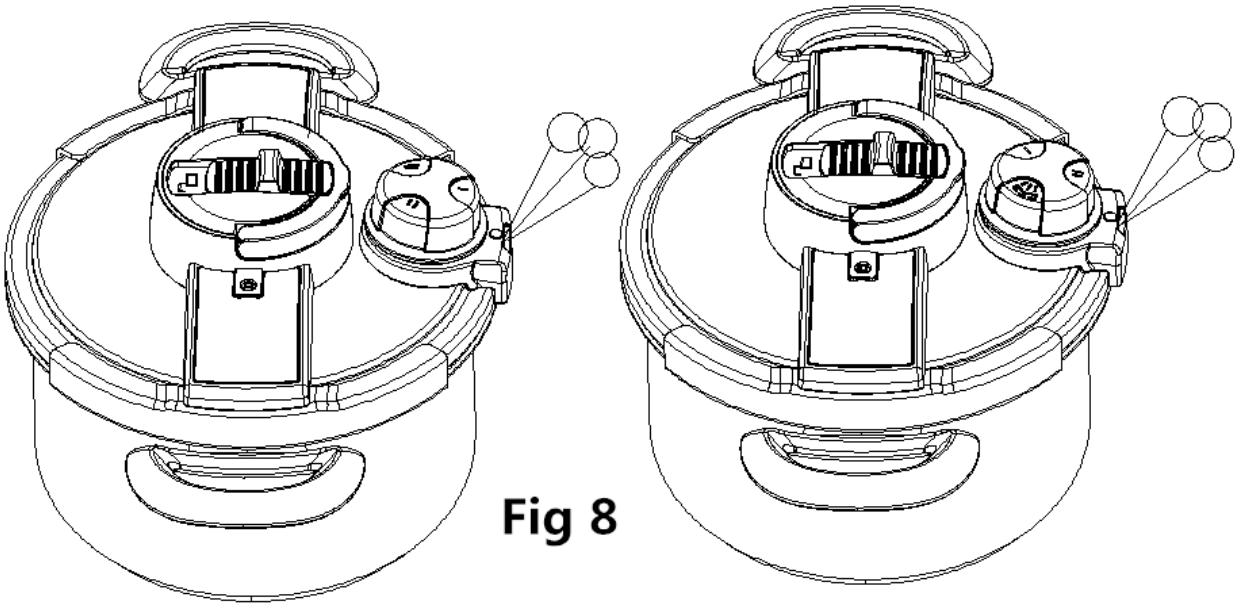

Fig 8
- W tym momencie należy zmniejszyć ogień lub ustawić ciśnienie na poziom „ Ⅱ”. Zawór regulacyjny będzie stabilnie uwalniał parę (Rys. 8: po lewej otwór wylotowy dla poziomu „ Ⅰ”, po prawej dla poziomu „Ⅱ”).